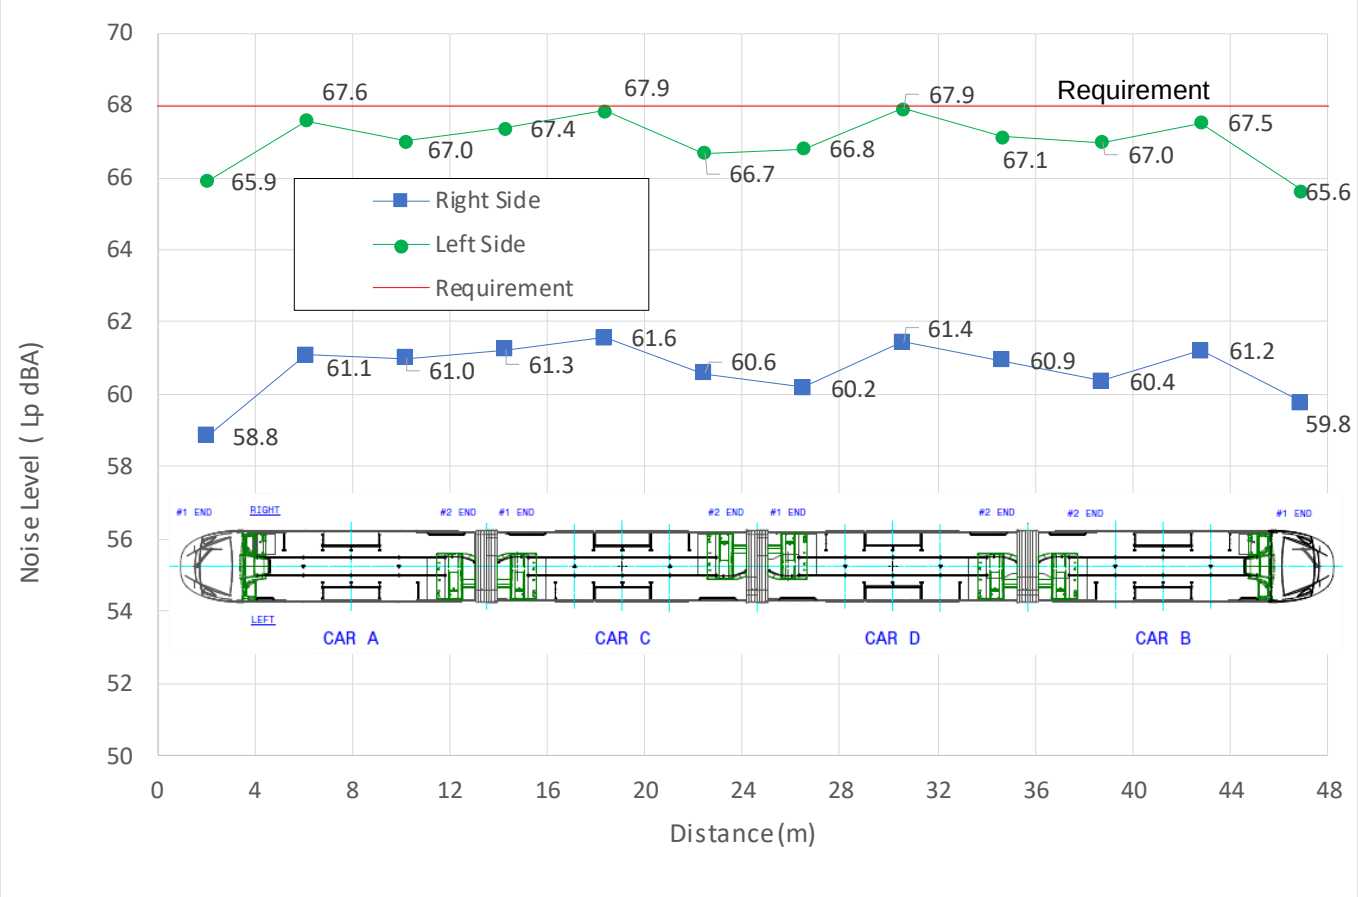

Figure 6-5 Stationary Exterior Noise.
The noise results are not even on right and left side because the two (2) noisier equipment (the PCS and the liquid cooling system) are both on the left side of the vehicle (see Table 6-2: Exterior Noise Sources (Stationary)Table 6-2 and Figure 6-5). The condenser fan has also a high contribution but since it is located on the center of the roof its contribution to the noise level 1.5 m above the floor is limited.